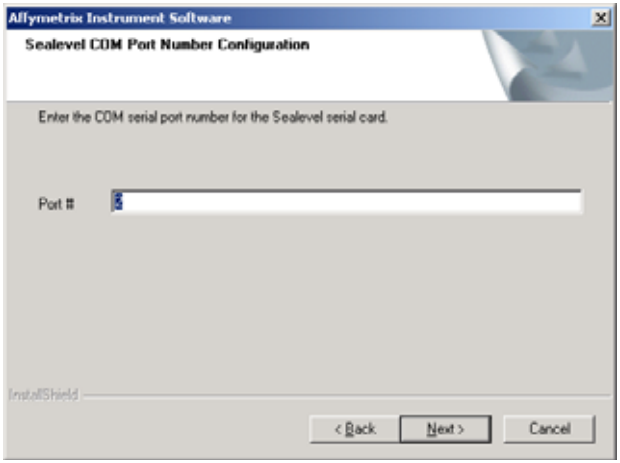

Figure C.5
11. Click **Next** and enter the Port # for the COM serial port for the Sealevel serial card. Enter **2** **(Figure C.5)**.